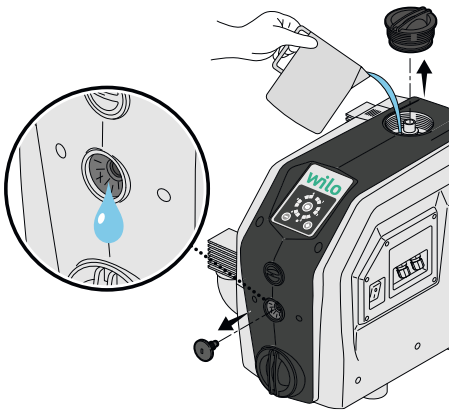

Fig. 8: Befüllen
2. Produkt mit Wasser (ca. 1,5 L) befüllen, bis Wasser aus der Belüftungsöffnung austritt (Fig. 8).